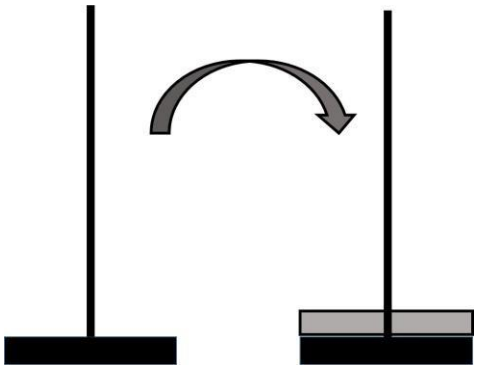

Рис. 101.5. Исходное расположение грузов на платформах машины Аутвуда при выполнении *упр*.2.
1. Для проведения эксперимента рекомендуется проводить измерения при Δm равной массе «малого» груза. На рис. 101.5 показано расположение грузов для первого измерения.